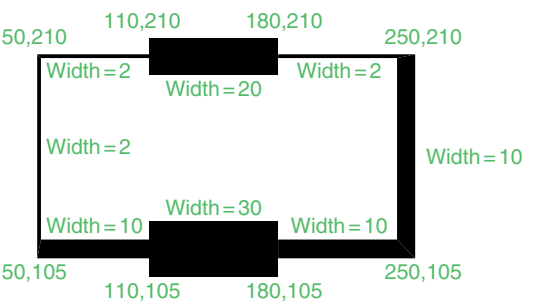

Fig. 2.35 Exercise 8
8. Construct the outline in Fig. 2.35 using the **Polyline** tool.